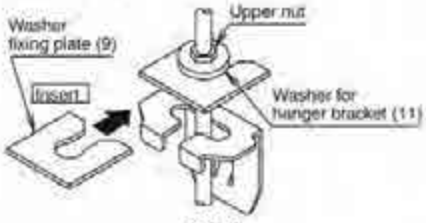

Fig. 7
If the washer fixing plate (9) is used, the upper side washer for hanger bracket (11) may be protected from falling off. **(Refer to Fig. 7)**